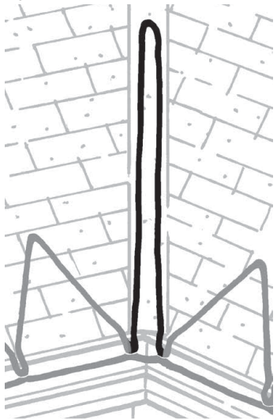

Figure 6. Parcours du câble dans une noue
- **Parcours pour les noues :** Si une noue existe dans une section du toit qui pose problème, acheminer le câble d'un minimum de 3 pieds vers le haut et le vers le bas de la noue comme indiqué à la Figure 6. Étirer le câble plus haut si la section chaude du toit est plus haute.